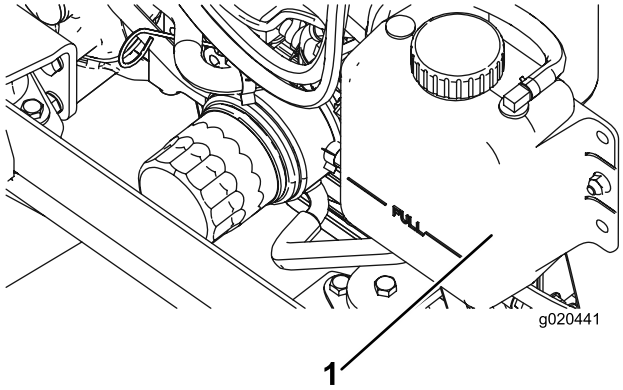

Figuur 64
1. Verwijder voorzichtig de doppen van de radiateur en de expansietank (Figuur 64).